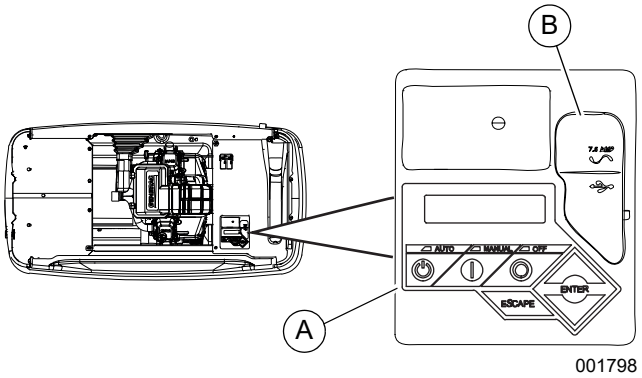

Figure 3-8. Generator Control Panel
See ***Figure 3-8***. The control panel interface (A) is located under the enclosure lid. Verify both left and right side locks are unlocked before attempting to lift lid of enclosure. Open lid as directed in ***Opening the Lid***.